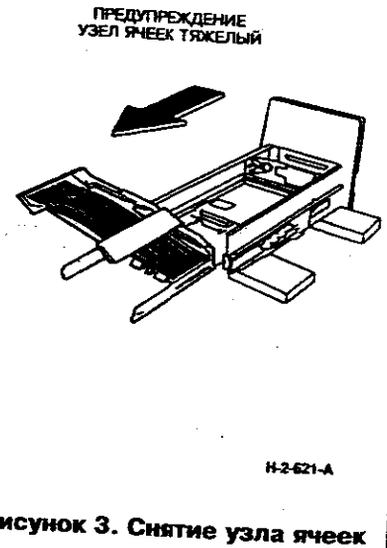

**Рисунок 3. Снятие узла ячеек**
7. (Рисунок 3) Снимите узел ячеек.